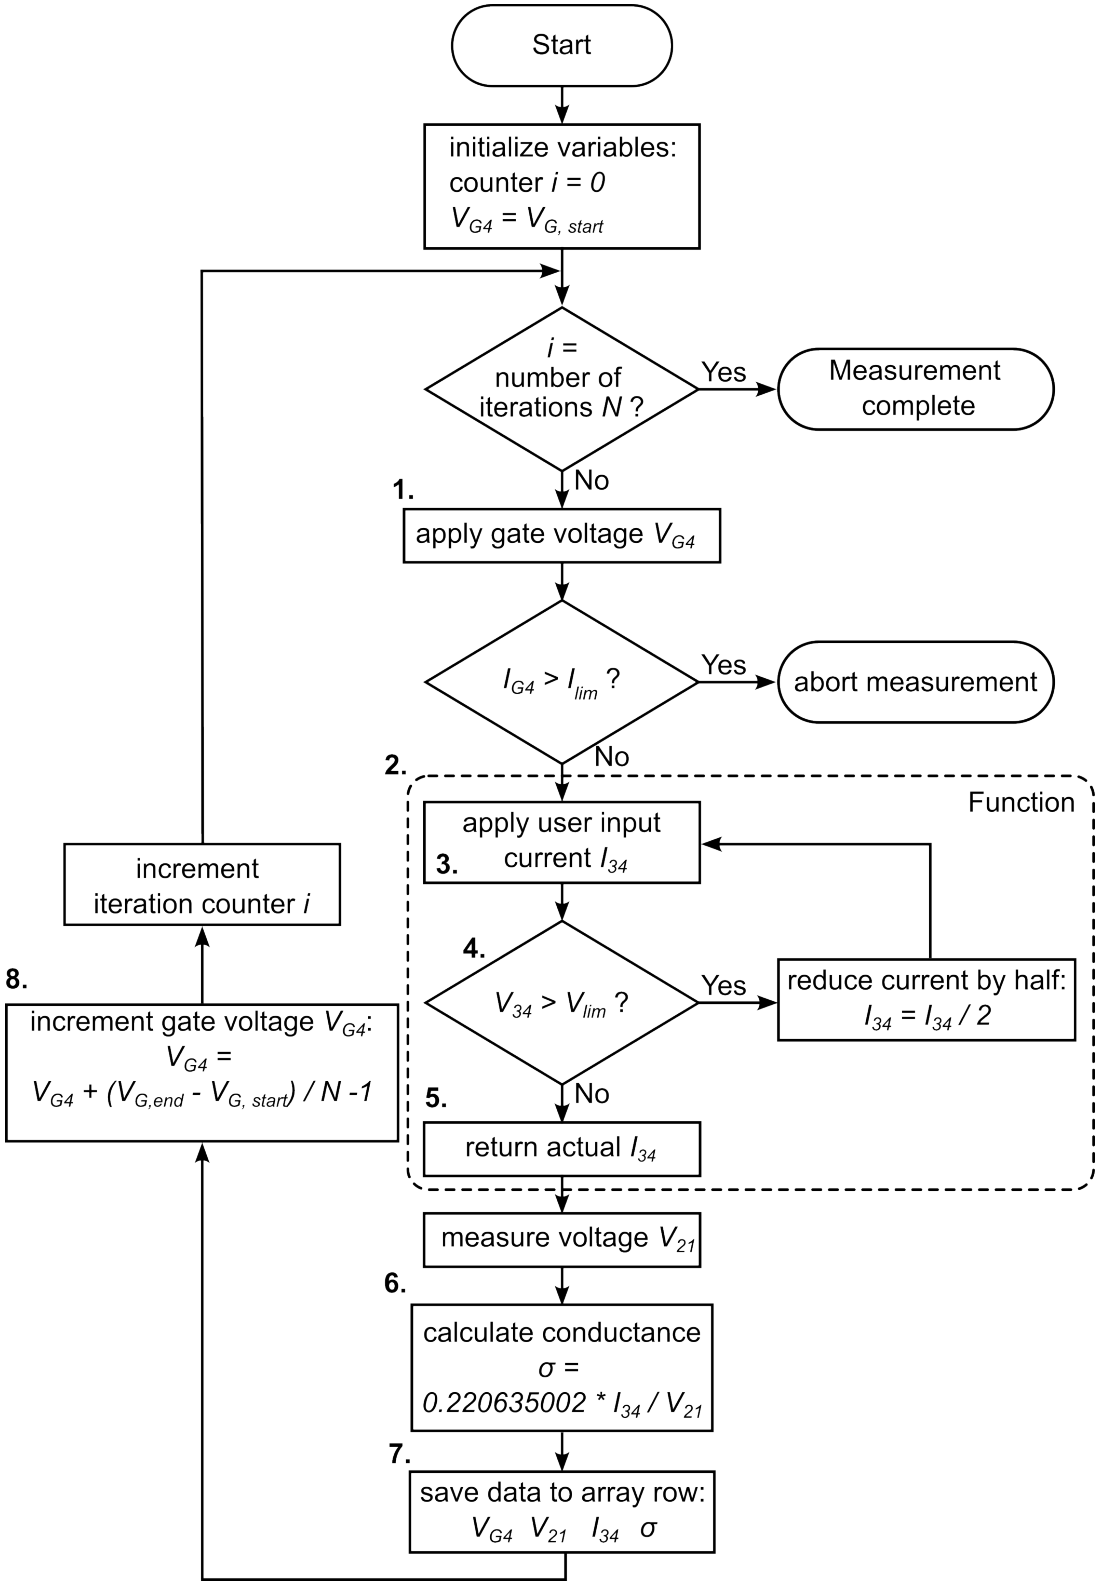

Figure 4: Flow diagram of the measuring procedure.
Figure 4 shows the program's measurement procedure, contained in the `MeasLoop` subprocedure.
2. The program calls a function called "`CleverCurrent`" (see appendix D for source code) implemented in the "`Keithley2612`" classmodule, represented within the dashed lines in figure 4.